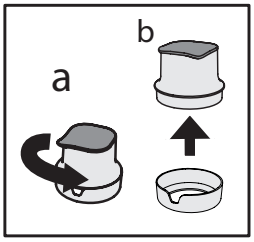
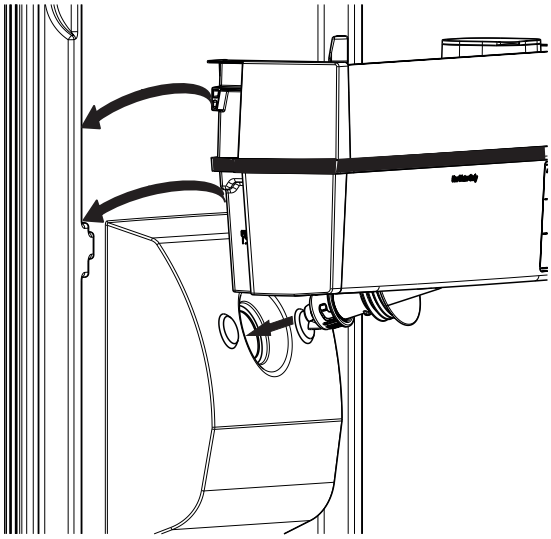

Fig 5
Fig 15
- Remove the funnel from the filter housing rotating it anticlockwise **(Fig 5. a - b)**.
Then mount the bottle balcony on the water tank and assembly them on the door as suggested in **Fig 15**. Once assembled, mount the filter with the carbon cartridge (as described in **Fig 5, 6, 7, 8**).